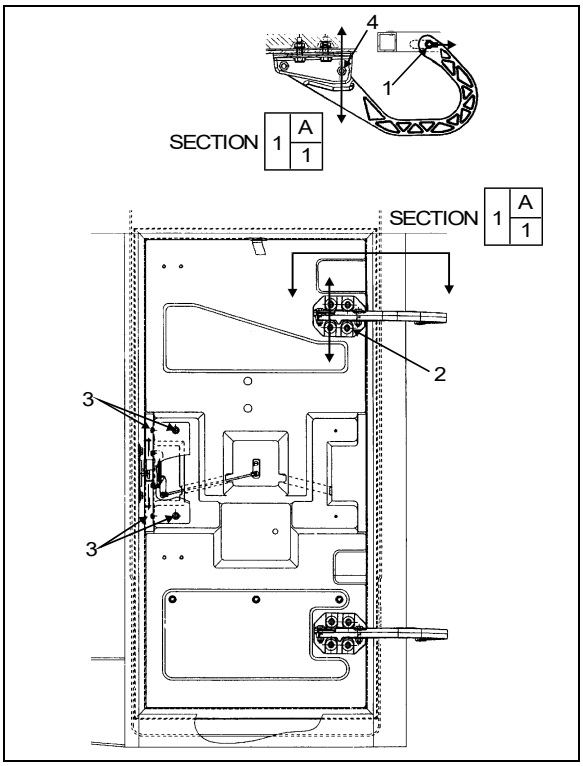

FIGURE 74: MAIN POWER COMP. DOOR 18199
1. Loosen nut (1, Figure 74).
3. Tighten nut (1, Figure 74).
4. Loosen nut (4, Figure 74).
7. Loosen screws (2, Figure 74). Screws allow the door to be shifted "UP or DOWN".